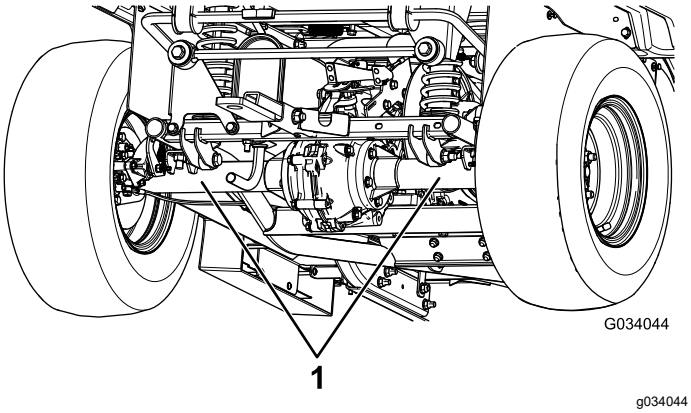

Figur 24
- Løftepunktet bagest på maskinen findes under akselrørene (Figur 24).